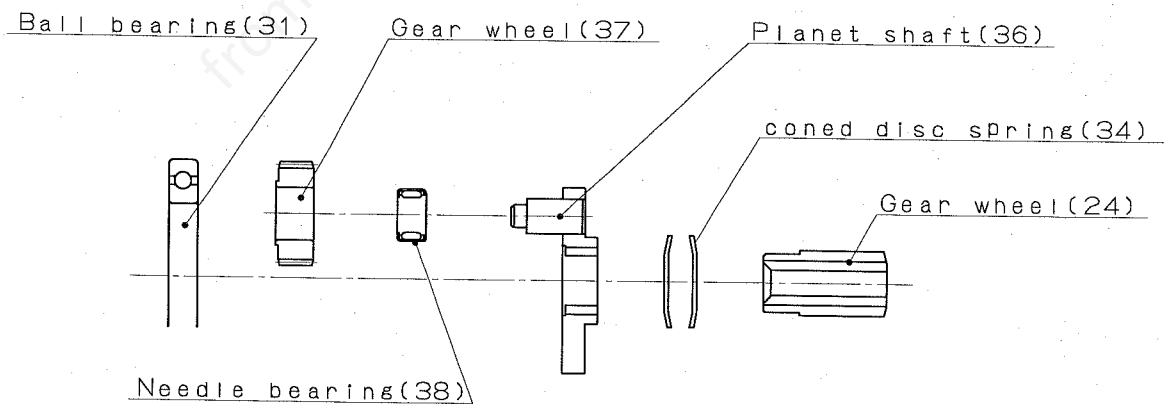

Fig.13
See Fig.13 for the setting direction of Coned disc springs(34) and Gear wheels(37).